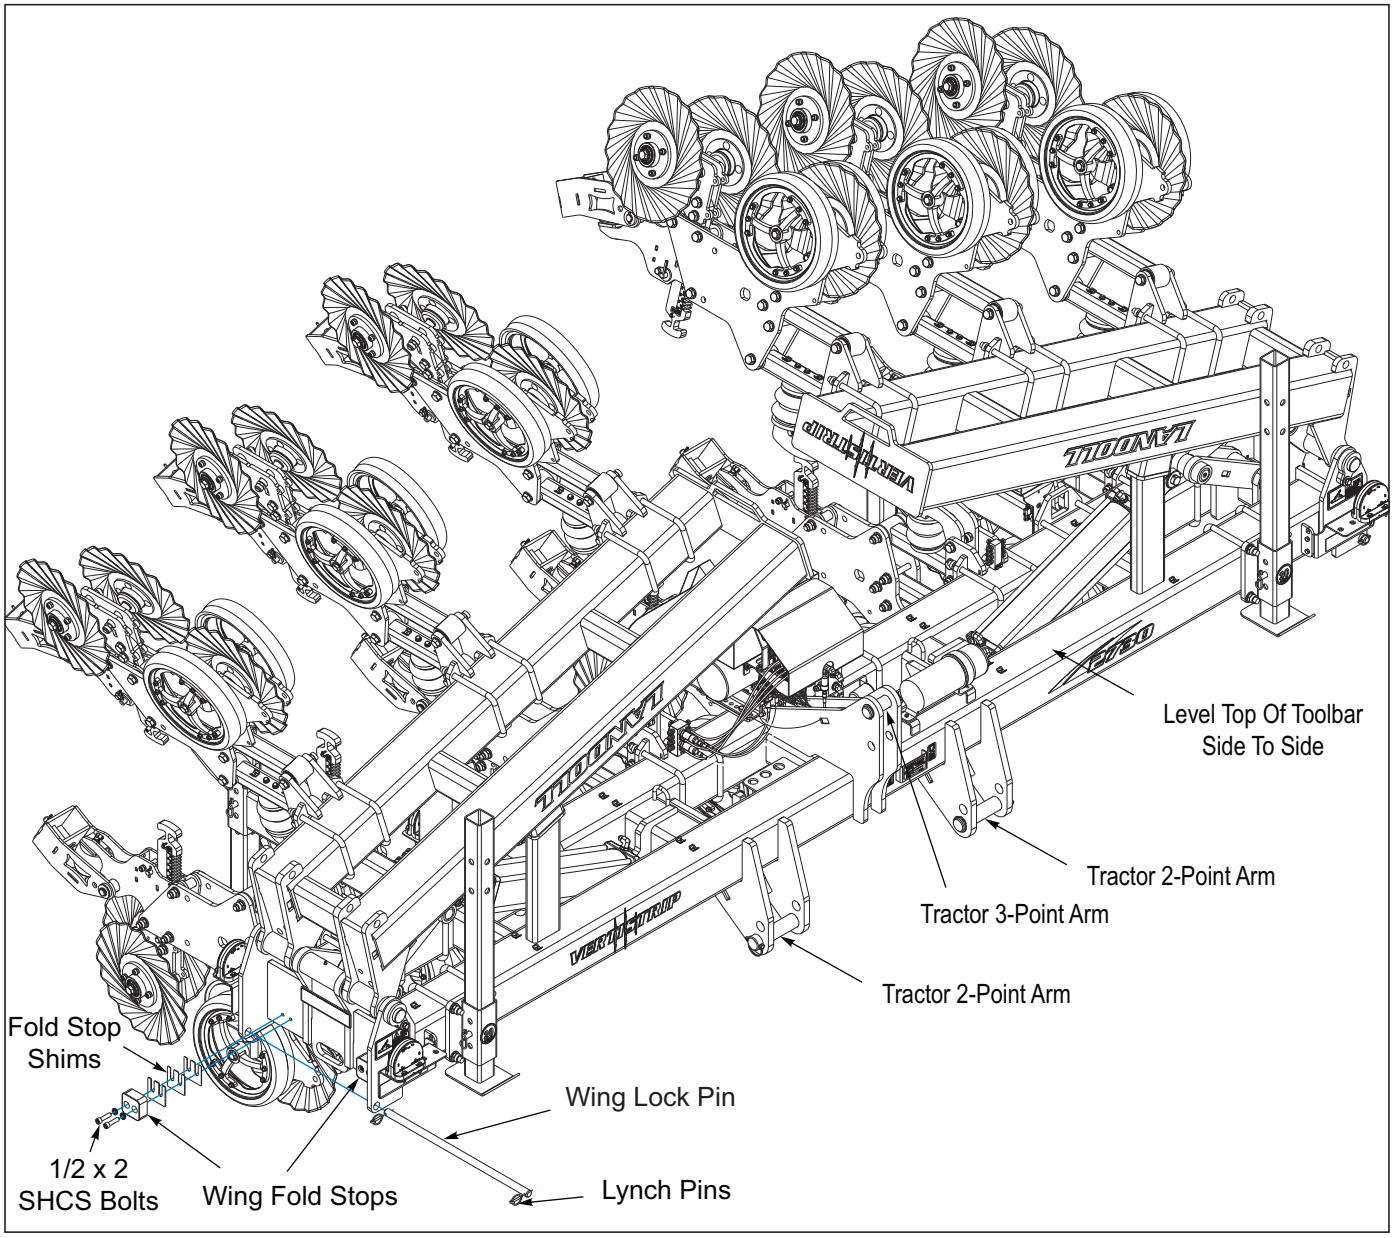

Figure 4-7: Leveling Side to Side
1. When the Vertistrip is attached to tractor 3-point, park the tractor/ implement on level ground and check the level on top of toolbar ***See Figure 4-7***. If the implement is not level side to side adjust the tractor 2-point arms to level.